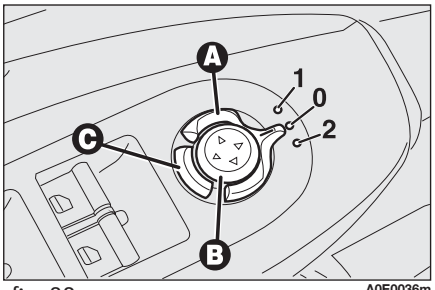

fig. 39 A0E0036m
Use device **A-fig. 39** to select the required mirror:
When required (for example when the mirror causes difficulty in narrow spaces) it is possible to fold the mirrors by pressing button **C-fig. 39**.
To bring the mirrors back to driving position press again button **C-fig. 39**.
- ❒ move device **A-fig. 39** to position **2** (passenger door mirror selection);
Proceed as follows: fit the electronic key into the ignition device, engage reverse, move device **A-fig. 39** to position **2** (passenger door mirror selection).
The passenger door mirror will return automatically to its original position about 10 seconds after disengaging reverse, immediately after exceeding 10 km/h with forward gear or when moving device **A-fig. 39** to **0**.